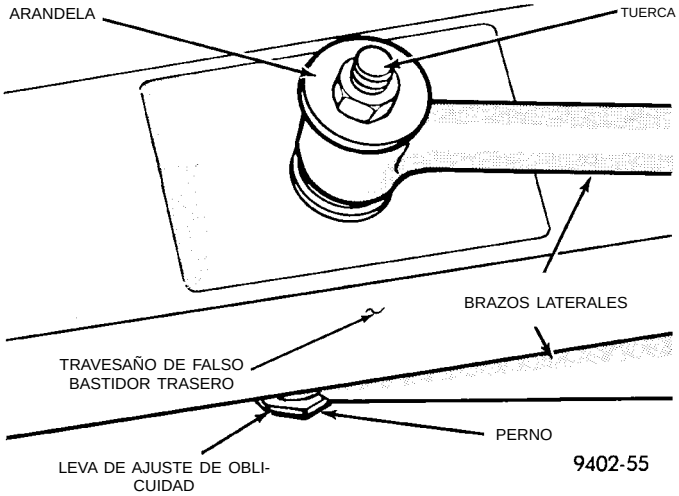

Fig. 24 Fijación de la articulación lateral al travesaño de falso bastidor
travesaño de falso bastidor trasero con el perno de fijación de la articulación lateral (Fig. 24). **La cabeza del perno de fijación largo de la articulación lateral al travesaño de falso bastidor debe instalarse orientado hacia la parte trasera del vehículo.**
(5) Emplace la articulación lateral trasera orientada hacia la parte de adelante contra el travesaño de falso bastidor trasero (Fig. 24). Después atraviese el manguito de casquillo de la articulación lateral delantera con el perno de fijación.
(6) Instale la arandela y la tuerca en el perno de fijación de la articulación lateral del travesaño de falso bastidor (Fig. 24). **No apriete por ahora el perno de fijación de la articulación lateral al travesaño de falso bastidor trasero.**
(7) Instale el conjunto de rueda y neumático en el vehículo. Apriete las tuercas espárrago de instalación de la rueda en la secuencia correcta, hasta alcanzar la mitad de la torsión indicada en las especificaciones. Después repita la secuencia de torsión hasta alcanzar la especificación de 135 N·m (100 lbs. pie).
(8) Baje el vehículo al suelo.
(9) Con el peso total del vehículo apoyado sobre la suspensión, y las articulaciones laterales a la altura de contén correcta, apriete ambos pernos de fijación de la articulación lateral con una torsión de 95 N·m (70 lbs. pie).